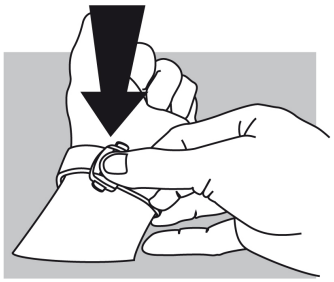

**fig. 2**
**Fermeture (fig. 2) :** passez votre montre au poignet et refermez le fermoir en appuyant avec le pouce. Attention de bien appuyer jusqu'à ce que vous entendiez un déclic. (fig. 2).